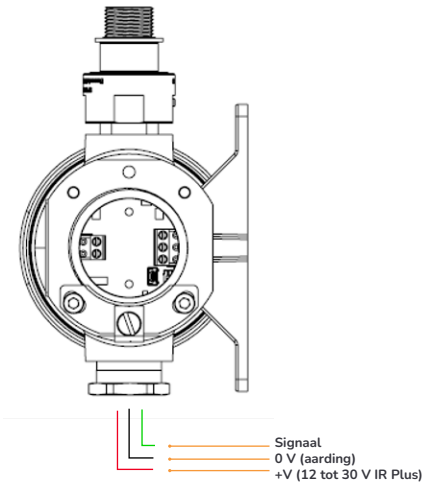

Afbeelding 3: Kabelverbindingen op de IR Plus
Sluit kabels aan met een gecertificeerde wartel via de gekozen kabelinvoer op de behuizing van de IR Plus (M20 of 3/4"), zoals is aangegeven in afbeelding 3. Crowcon adviseert kabelwartels omlaag gericht te installeren.
e. Zie sectie 2.6 voor instructies over bekabeling. Zie ook afbeelding 3.